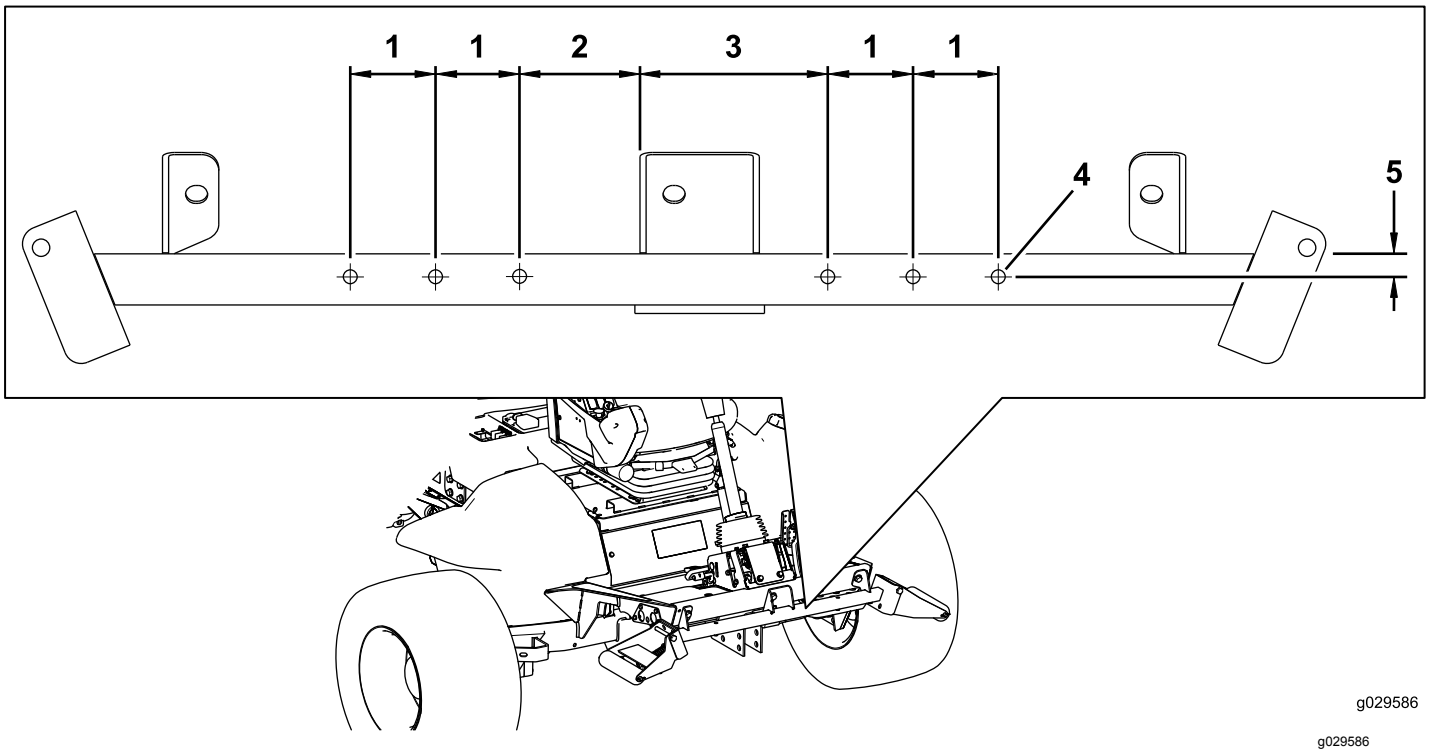

Figura 2
5. Servendovi delle quote nella Figura 2, individuate e praticate 6 fori (1,0 cm) in entrambe le pareti del tubo di supporto del rullo.